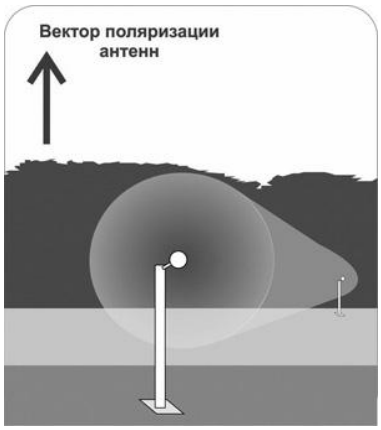

Рис.6.1
6.1.1.1 При наклоне БПРМ и БПРД под углом 45° относительно поверхности земли (рис. 6.1), что соответствует вертикальной или горизонтальной ориентации вектора поляризации антенн (в зависимости от направления поворота), на БПРМ суммируются сигналы как прямые от БПРД, так и отраженные нарушителем. Ввиду того, что «прямые» и отраженные сигналы попадают на БПРМ под углом 0° или 180° к собственному вектору поляризации приемной антенны, образуются зоны Френеля, которые участвуют в сигналообра-